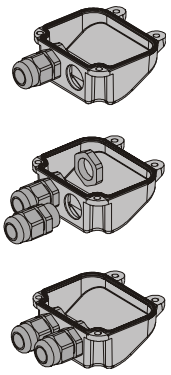

Fig. 21
1) Open the second pre-drilled hole in the cover, Fig.21.
2) Fit the supplied cable gland, Fig.21